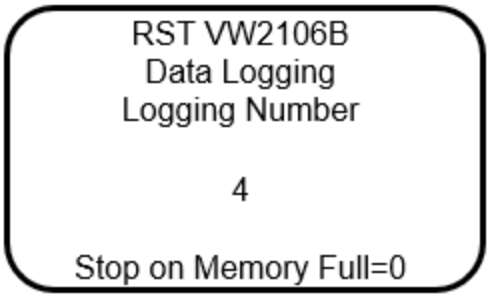

FIGURE 4-6 DATA LOGGING NUMBER
5. Using the up/down arrows, select the data logging number and press **Enter**. For example, if the number 4 is selected, the data will log 4 times every interval, as illustrated in Figure 4-6. To continuously log data until the memory is full, set the data logging number to 0.